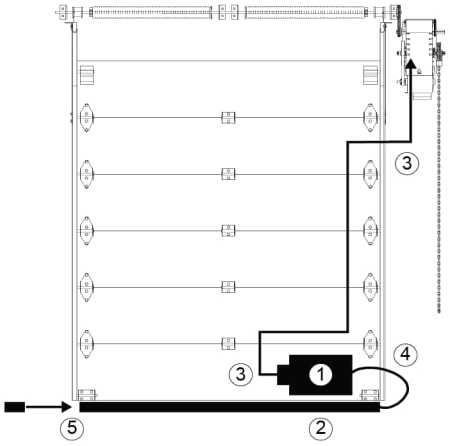

Figura 26 - Borde de detección
1. Colocar el interruptor de aire en posición, consultar la Figura 26.
1. Colocar la caja de conexiones en posición, consultar la Figura 26.